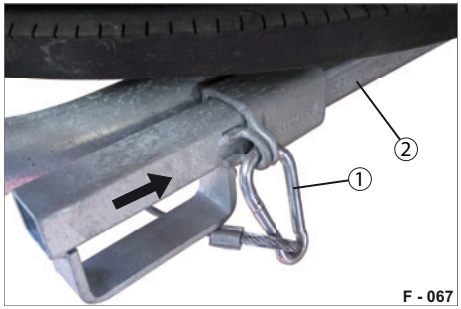

Abb. 88 Schiebe-Hebel gesichert
- ▶ Heben Sie den Halte-Bügel mit Reserverad mit dem Schiebe-Hebel (Abb. 88/2) vorsichtig hoch.
- ▶ Sichern Sie den Schiebe-Hebel mit dem Karabinerhaken (Abb. 88/1).